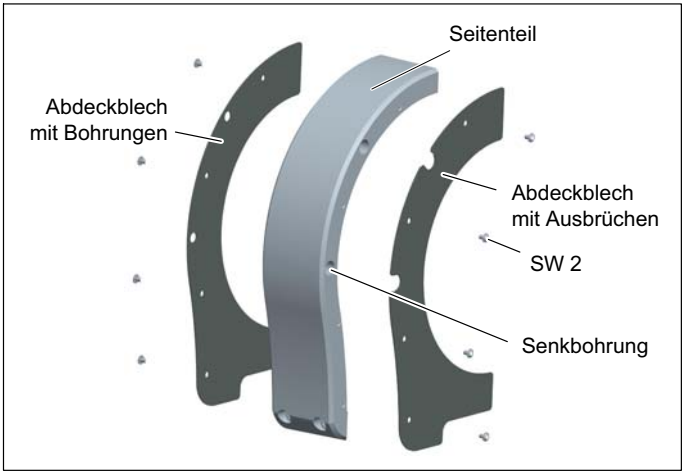

Abb. 8.7 Abdeckbleche montieren
4. Schrauben Sie die Abdeckbleche auf die Seitenteile (Schrauben mit Innensechskant SW 2; Anziehdrehmoment M_A = 1 N · m). Beachten Sie, dass das Abdeckblech mit den Ausbrüchen auf der Seite mit den Senkbohrungen zu montieren ist! (*Siehe Abb. 8.7.*)